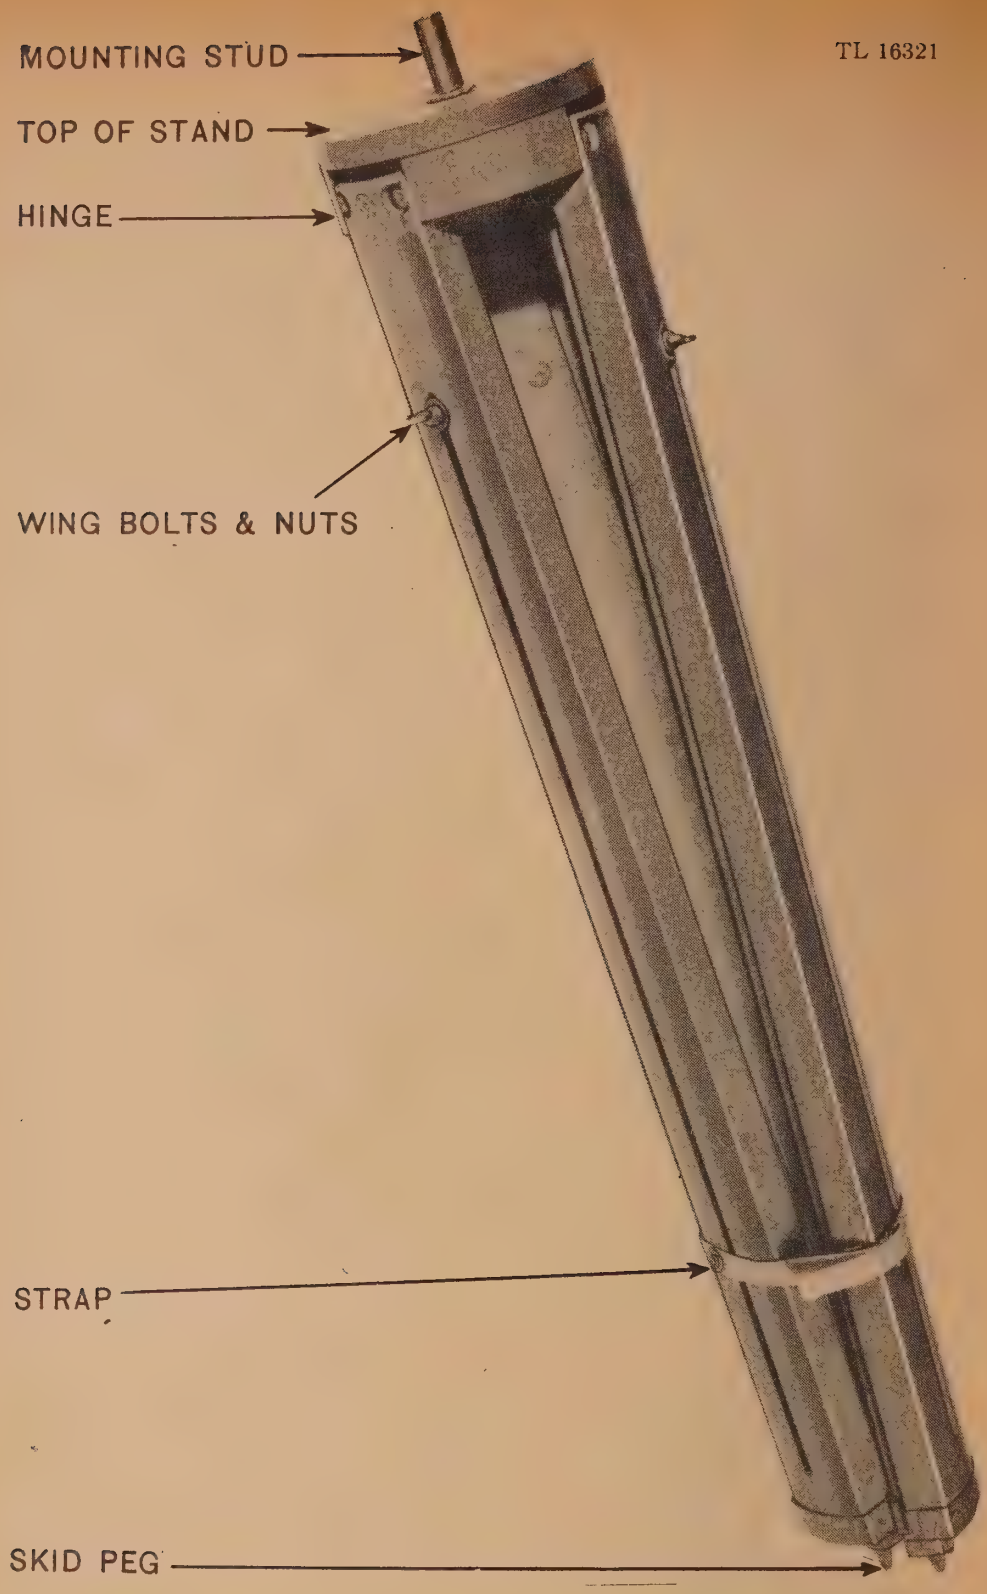

Figure 9. Loudspeaker Stand MT–128/TIQ–2.
m. Loudspeaker Stand MT-128/TIQ-2 (figs. 9 and 13). Stand MT-128/TIQ-2 is made of wood and painted olive drab. It consists of a round, flat top and three extensible legs, each fastened to the top by means of a hinge. The stand when closed measures 4 feet high by 7½